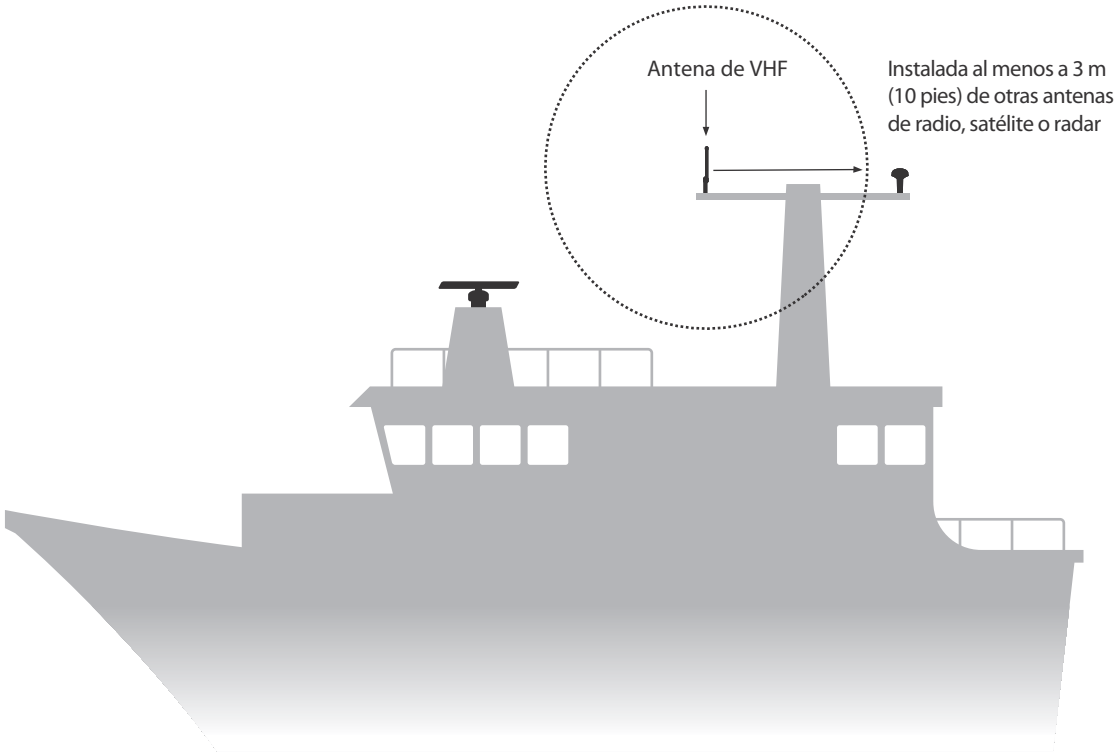

Ilustración 41 Instalación de la antena de VHF
- Lo ideal sería que la antena de VHF de AIS se monte justo encima o debajo de la antena de radiotelefonía VHF principal de la embarcación, sin separación horizontal y con un mínimo de 2 m (6,6 pies) de separación vertical. Si se encuentra en el mismo nivel horizontal que otras antenas, la distancia entre ellas debe ser de 10 m (32,8 pies) como mínimo. Consulte la Ilustración 41 para que le sirva de orientación.